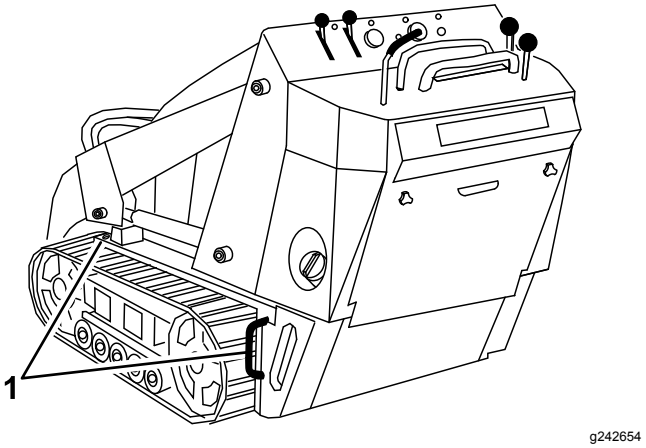

Figur 20
8. Använd maskinens fästöglor av metall för att säkra maskinen på släpet eller lastbilen med hjälp av spännband, kedjor, kablar eller rep (Figur 20). Kontrollera vilka lokala bestämmelser som gäller för transport på släp.
Du kan lyfta maskinen genom att använda fäst-/lyftöglorna som lyftpunkter. Se Figur 20.